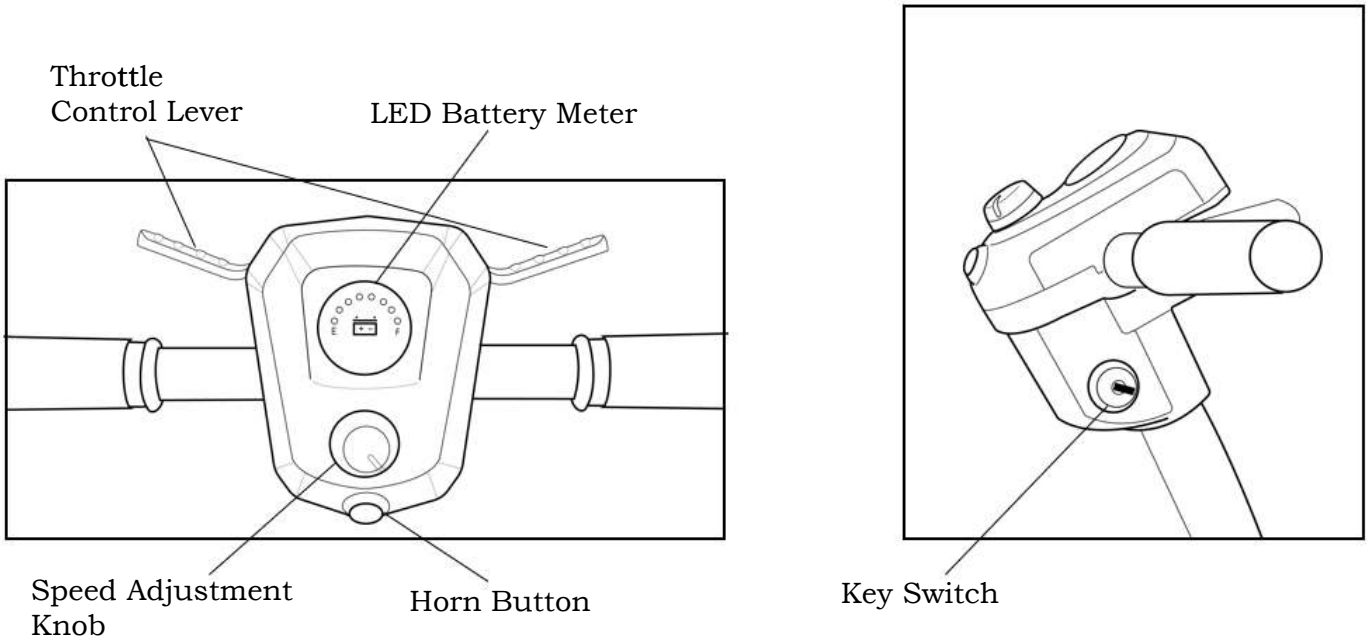

Figure 5. Buzzaround Lite™ Tiller Control Panel
• The speed adjustment dial allows you to preselect the maximum top speed of your Golden Buzzaround Lite. See figure 5.
This switch turns the power on and off to your Buzzaround Lite. See figure 5.
Press this button to sound the horn. See figure 5.
This meter (see figure 5) shows the amount of voltage in your Buzzaround Lite's batteries.
The Tiller enables you to use only one hand (either the right or left) to operate both the speed and the direction of the Buzzaround Lite. This self-centering lever system controls your Buzzaround Lite's speed (up to the maximum speed set by the speed adjustment dial and its forward and reverse direction. See figure 5.